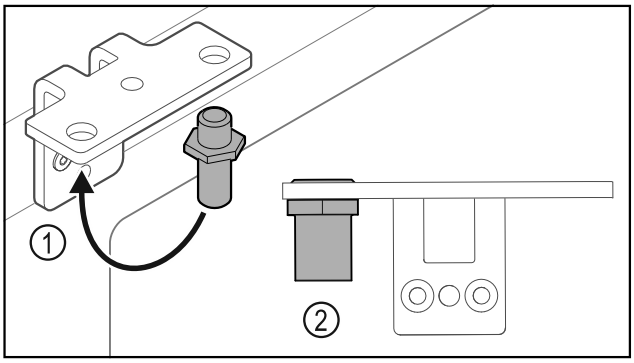

Fig. 26
▶ Mutați bolțul *Fig. 26 (1)* în colțarul balamalei.
▶ Strângeți bolțul *Fig. 26 (2)* cu **cuplul de 12 Nm**.